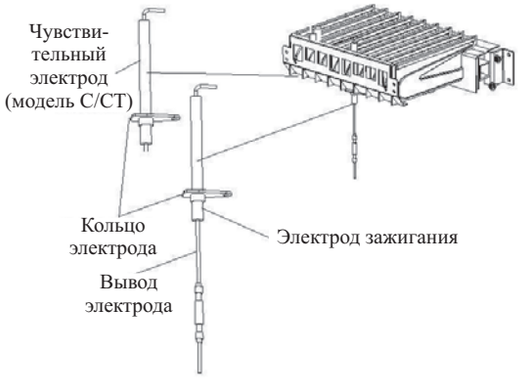

Рисунок 4-10
3. Отвинтите крепежные винты и выньте электрод из горелки (Рисунок 4-10).